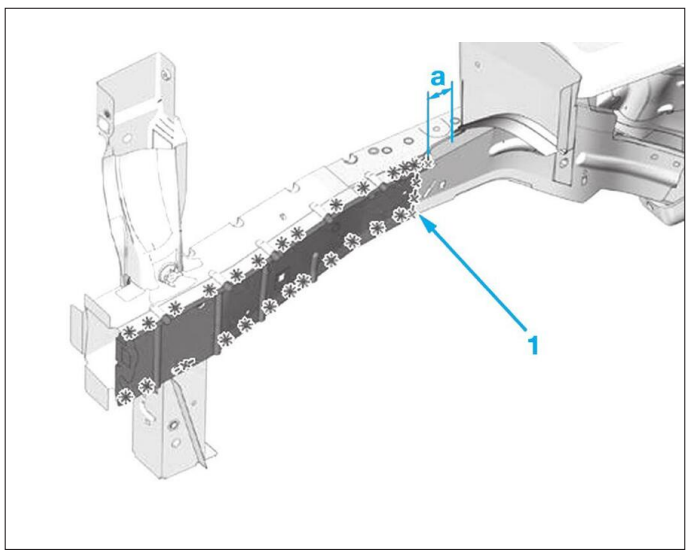

**FIG. 8**
• Découper les points (1) de renfort du longeron **(Fig.8)**.